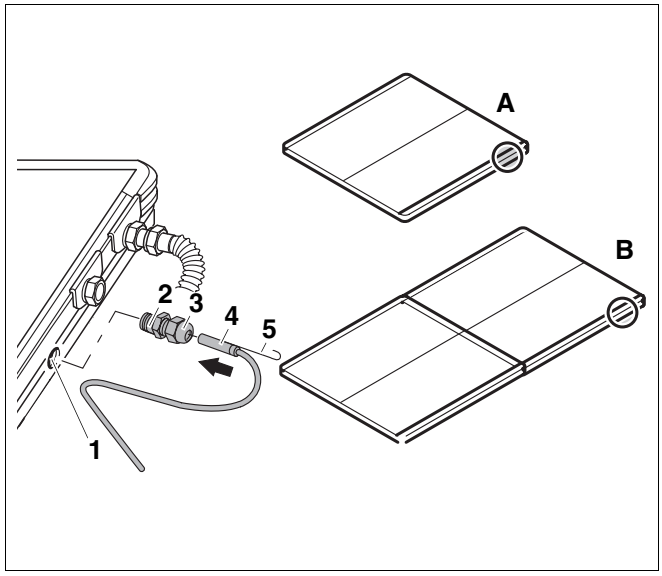

Afb. 58 Collectorvoeler aansluiten
– Inbouwpositie (afb. 58, **pos. A**) bij systemen met één rij collectoren.
– Inbouwpositie (afb. 58, **pos. B**) bij systemen met twee rijen collectoren.
- Druk de warmtegeleidende pasta in de dompelhuls (afb. 58, **pos. 1**).
- Voer de collectorvoeler (afb. 58, **pos. 4**) met de kabel (afb. 58, **pos. 5**) door de klemkoppeling (afb. 58, **pos. 2** en **3**) en schuif de collectorvoeler ca. 170 mm tot aan de aanslag in de dompelhuls (afb. 58, **pos. 1**).
- Schroef het onderste deel van de klemkoppeling (afb. 58, **pos. 2**) in de draad van de dompelhuls (afb. 58, **pos. 1**).
- Trek de klemkoppeling (afb. 58, **pos. 2** en **3**) aan.